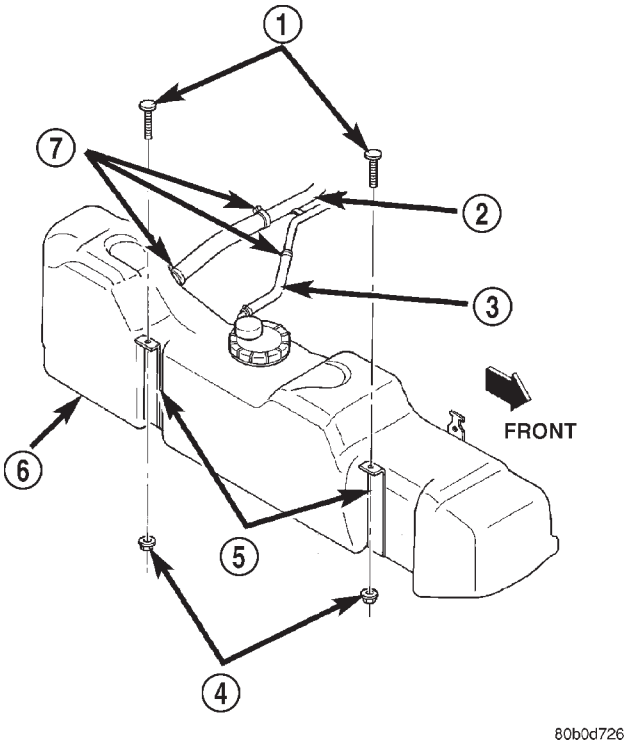

Fig. 32 Fuel Tank Mounting—Typical
(1) Remove fuel tank filler tube cap.
(2) Perform Fuel System Pressure Release procedure as described in this group.
(3) Gasoline Engines: Disconnect negative battery cable at battery. Diesel Engines: Disconnect both negative battery cables at both batteries.
(4) Raise vehicle on hoist.
(5) Certain models are equipped with a separate grounding wire (strap) connecting the fuel fill tube assembly to the body. Disconnect wire by removing screw.
(6) Open fuel fill door and remove screws mounting fuel filler tube assembly to body. Do not disconnect rubber fuel fill or vent hoses from tank at this time.
(7) Place a transmission jack under center of fuel tank. Apply a slight amount of pressure to fuel tank with transmission jack.
(8) Remove fuel tank mounting strap nuts from mounting strap studs (Fig. 32). If equipped, remove fuel tank shield bolts.
(9) Lower fuel tank only enough to allow access to top of tank. The 2 tank fittings (where rubber fuel fill and vent hose connections are made) must be positioned above tank level. Rotate tank slightly to allow these fittings to be above tank level.
(10) While working over left rear tire/wheel, disconnect rubber fuel vent hose at fuel tank (Fig. 32) (vent hose is the smallest of 2 hoses). Position fuel siphoning/drain hose into this fitting at tank. Drain fuel into an approved portable holding tank or a properly labeled gasoline (or diesel fuel) safety container.
(11) Disconnect rubber fuel fill hose at fuel tank (Fig. 32).